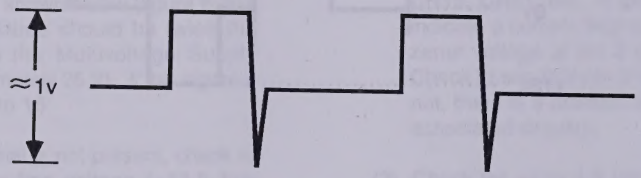

Figure 6-21. Base Signal for Q8, Q9
(12) If the above signal is not present, check to see whether the line voltage (+13.0 Vdc from the 13.6 V Power Supply) is on the collectors of Q8 and Q9. If it isn't, skip to step 14. If it is, check the bases for a signal similar to the one in figure 6-21.
(13) If the above signal is present, Q8 or Q9 is probably bad. If it is not present, the problem is in T1 or its associated circuitry.
(14) If line voltage is not present at the collectors of Q8 and Q9, check for a problem with T3 or its associated wiring.
(15) Look at pin 1 of U2 for +15 Vdc. If this voltage is not present, there could be a problem in the secondary circuitry of T3 or in T3 itself.
(16) If the voltage at pin 1 of U2 is good, check E2, E3, and E6 for the proper output voltages. If good, the problem has to be in the wiring, the connector, or the EMI filter.